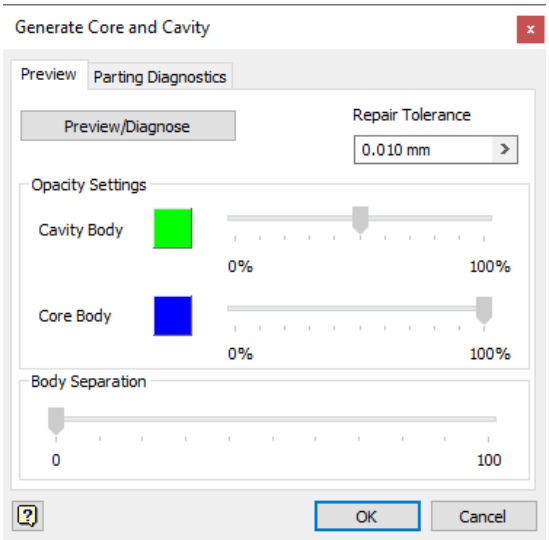

Figure 19-57 *The* ***Generate Core and Cavity*** *dialog box*
1. Choose the **Generate Core and Cavity** tool from the **Parting Design** panel in the **Core/Cavity** tab of the **Ribbon**; the **Generate Core and Cavity** dialog box is displayed, as shown in Figure 19-57.